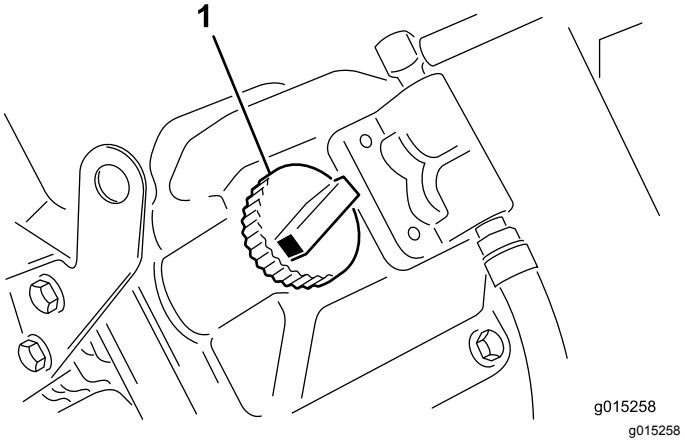

Figur 9
5. Om oljenivån inte når upp till markeringen Full på oljestickan tar du bort locket på påfyllningsröret och fyller på olja tills nivån når upp till markeringen Full (Figur 9).